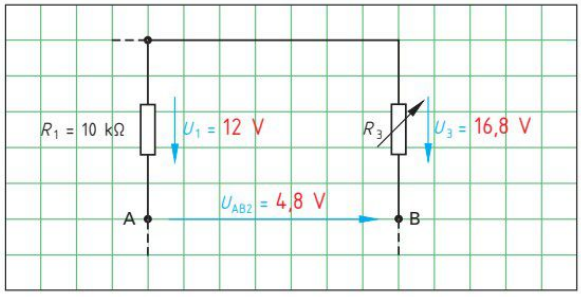

Bild 2: Spannungen bei ϑ = 20 °C
4. Berechnen Sie für die Temperatur ϑ = 20 °C **a)** die Ströme I_1 und I_3 und **b)** die Spannungen U_1 und U_3 in der Brückenschaltung **(Bild 2, Seite 48)**.
5. Tragen Sie die berechneten Spannungen U_1 und U_3 in den Auszug aus der Brückenschaltung ein **(Bild 2)**. Berechnen Sie dann mithilfe der Maschenregel die Brückenspannung U_{AB2} und tragen Sie auch diesen Wert in Bild 2 ein.
7. Beschreiben Sie, wie sich ein Vertauschen der Widerstände R_3 und R_4 **(Bild 2, Seite 48)** auf die Brückenspannung U_{AB} bei **a)** ϑ = 0 °C und bei **b)** ϑ > 0 °C auswirken würde.